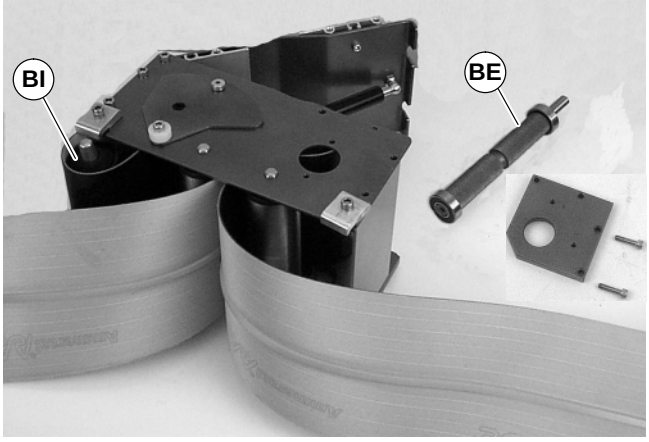

Figure 29
- For 5” (127 mm) or wider conveyor, depress both sides of spring-loaded shaft and remove pulley (BI of Figure 29).